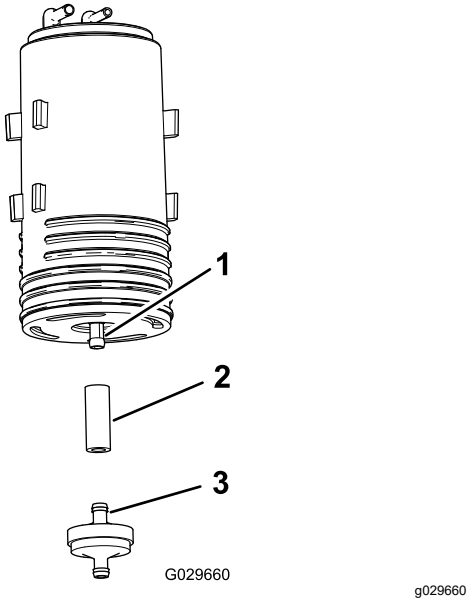

Figuur 49
4. Verwijder het koolstofhouderfilter en het korte gedeelte van de slang van de onderste fitting van de oude koolstofhouder (Figuur 49).
5. Monteer de slang op de onderste fitting van de nieuwe koolstofhouder (Figuur 49).
6. Steek de fitting van een nieuwe koolstofhouderfilter in de slang (Figuur 49).